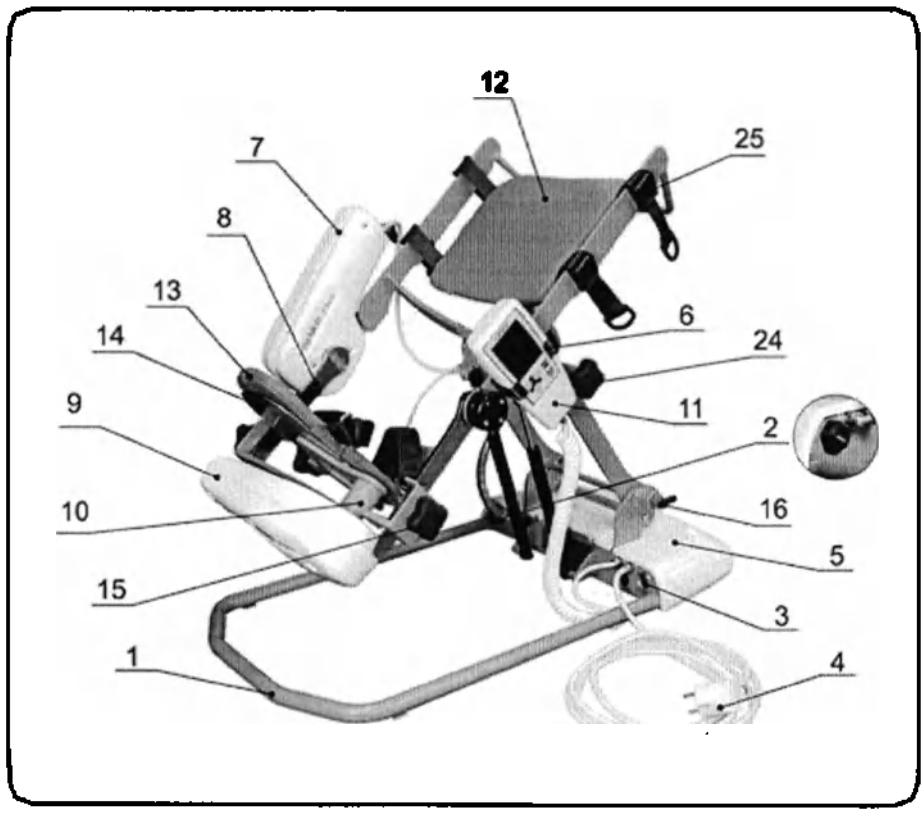

Рисунок 2.1 – Основные функциональные элементы Аппарата
Подстройка необходима для более комфортного размещения пациента на Аппарате и расположения оси вращения голеностопного сустава близко к оси мотора А (7). Перед подстройкой Аппарата к пациенту необходимо выбрать положение для правой или левой ноги (см. раздел 6.2). Чтобы подстроить Аппарат под пациента необходимо (см. рис. 2.1, 6.1, 6.2):